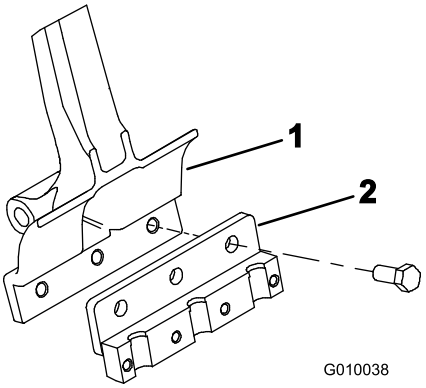

**Figur 22**
2. Monter en tineholder på hver tinearm med 3 bolte (1/2 x 1-1/4 tommer) (Figur 22). Tilspænd boltene med et moment på 101,6 Nm.